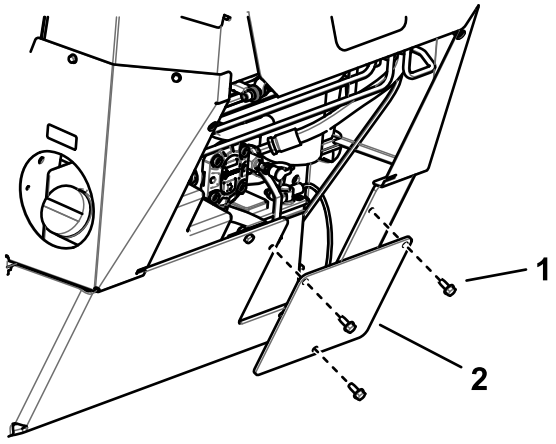

**Figure 37**
5. Install the battery-access panel (Figure 37).